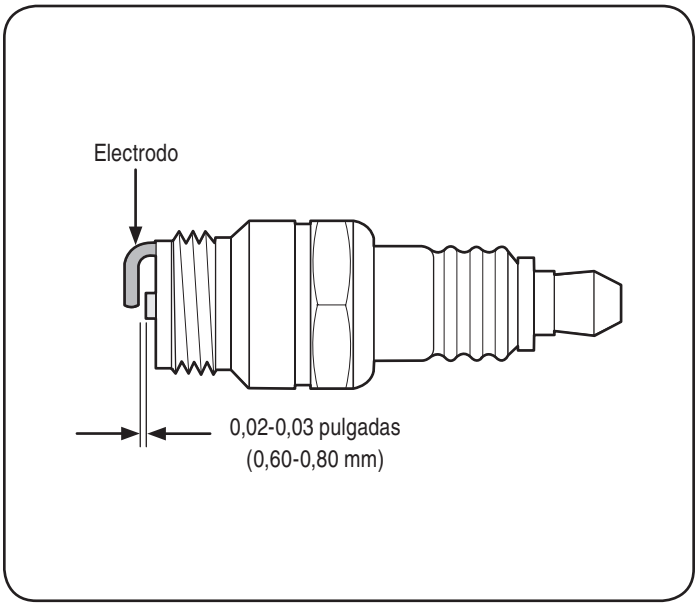

Figura 16
5. Mida la separación de bujía con un calibrador. Realice los ajustes necesarios torciendo el electrodo lateral, Figura 16. La separación debe ajustarse en 0,02-0,03 pulgadas (0,60-0,80 mm).